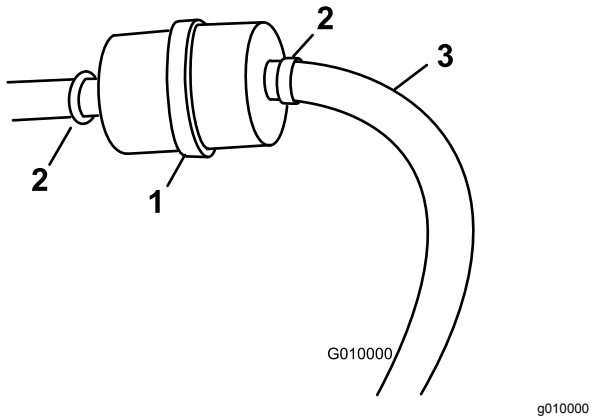

**Figur 17**
3. Placera en ren behållare under bränslefiltret (Figur 17).